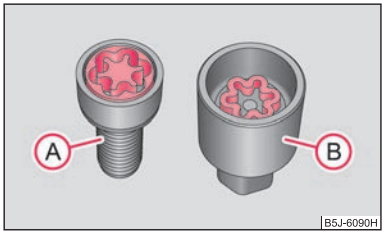

Fig. 152 Safety wheel bolt with adapter
- Insert the adapter (B) with its toothed side fully into the inner toothing of the safety wheel bolt (A) right down in such a way that only the outer hexagon is jutting out ⇒ fig. 152.
- Insert the wheel wrench fully onto the adapter (B).